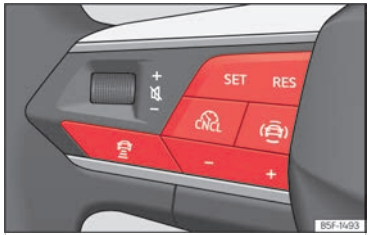

Fig. 137 En el volante multifunción: botones para manejar el ACC.
- Pulse la tecla del volante multifunción ››› fig. 137.
- Para comenzar la regulación presione la tecla **SET** ››› fig. 137.
- Pulse la tecla y, a continuación, la tecla **+** o **–** ››› fig. 137.
• Pulse brevemente la tecla ››› **fig. 137** o pise el pedal del freno.